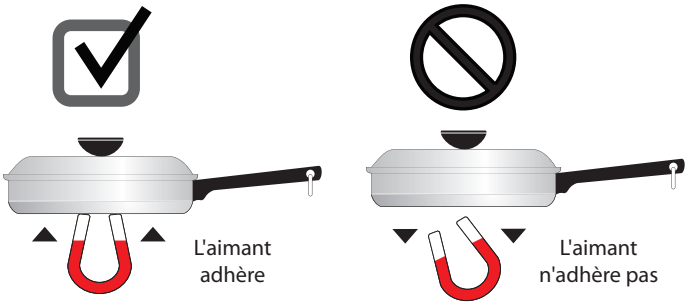

Figure 4 : Test de l'aimant
- **Acier inoxydable** – Conducteur de chaleur lent. Il est durable, facile à nettoyer et il résiste aux taches. Certains types d'acier inoxydable ne fonctionneront pas sur une table de cuisson à induction. Utilisez le test de l'aimant (consultez « Figure 4 : Test de l'aimant ») pour vérifier le magnétisme de votre ustensile de cuisson en acier inoxydable.